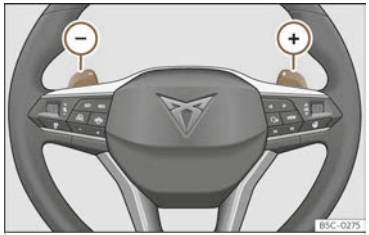

Fig. 127 Steering wheel: automatic gearbox paddles
- Press the ⊕ gear shift paddle to change up a gear ››› Fig. 127.